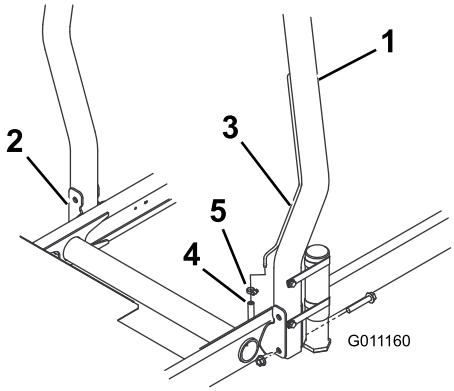

**Figur 12**
1. Sænk styrtbøjlen ned på traktionsenhedens monteringsbeslag, således at den flugter med monteringshullerne. Sørg for, at udluftningsrøret på styrtbøjlen er placeret på maskinens venstre side (Figur 12).
2. Fastgør hver side af styrtbøjlen til monteringsbeslagene med 2 flangebolte og låsemøtrikker (Figur 12). Tilspænd fastgørelsesanordningerne til 81 Nm.